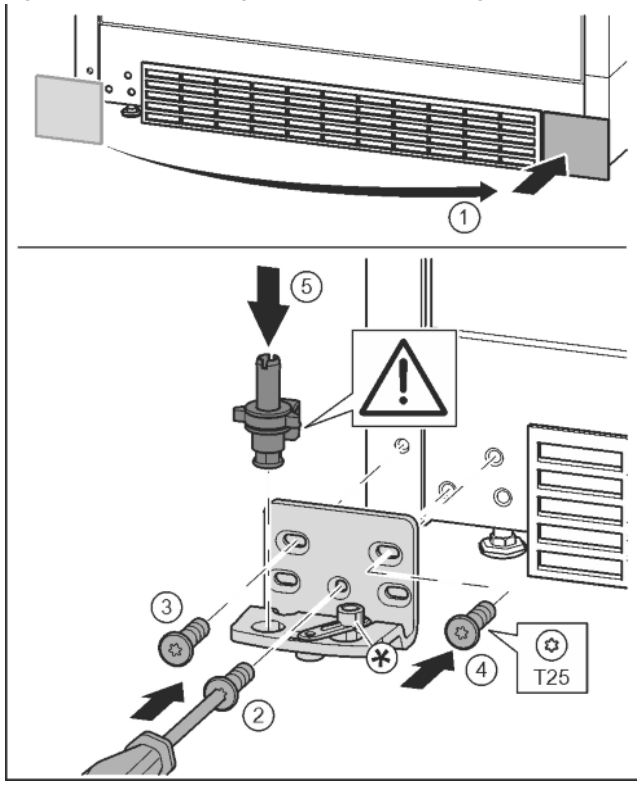

Fig. 15
- ▶ Remove the cover and fix it on the other side. *Fig. 15 (1)*
- ▶ Place the bearing bracket on the other side and screw in with the aid of a T25 screwdriver. Start with screw 2 at the bottom in the middle. *Fig. 15 (2)*
- ▶ Screw in screws 3 and 4. *Fig. 15 (3, 4)*
- ▶ Insert the bearing pin completely. Make sure that the catch mechanism is pointing to the rear. *Fig. 15 (5)*